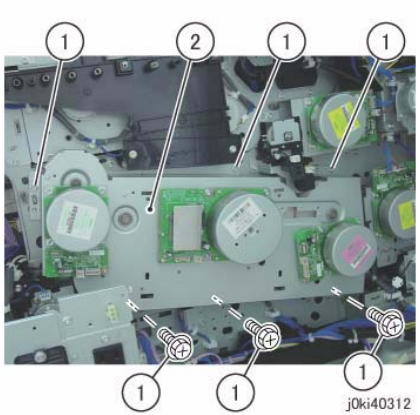

Figure 5 Remove the Drum/Dev Drive Assy
11. Remove the Drum/Dev Drive Assembly. (Figure 5)